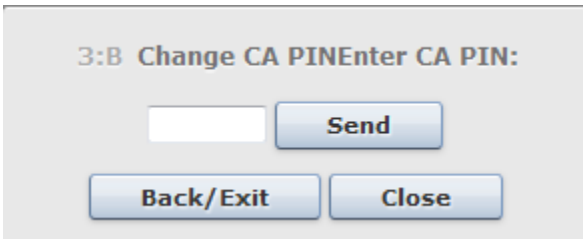

Figure 6.7 - Example of Enquiry
*Another type of dialog is the Enquiry dialog (*Figure 6.7*). This dialog is displayed when the CAM Module requires user input such as a PIN code. The CAM defines the maximum length of the input data and whether actual characters are displayed as the user types.*